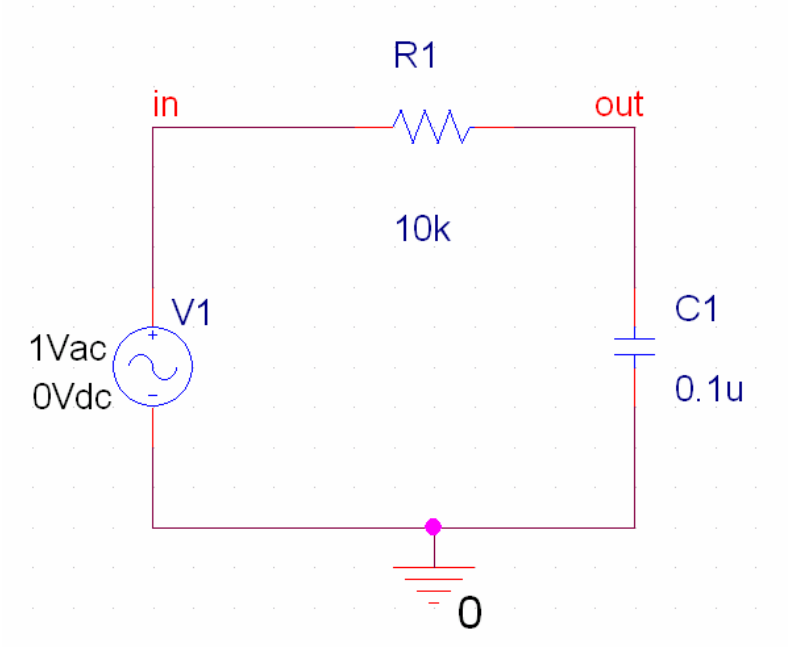

Figure 11: Another RC filter configuration
21. Repeat the simulations in Steps 18 to 20, using the circuit shown in Figure 11. Print the results and include in your lab report.